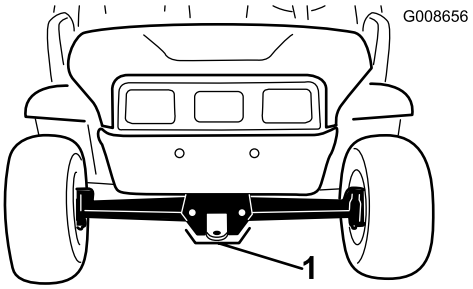

Rysunek 22
- Punkt podnoszenia z przodu maszyny znajduje się z przodu ramy za hakiem do holowania (Rysunek 22).